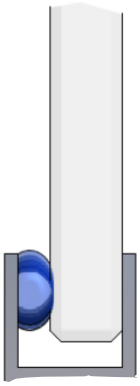
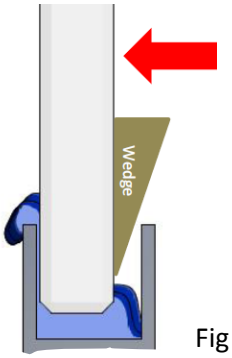

Fig 24
Fig 25
25. Slide glass panel into position (fig24) and use small timber wedges (fig25) or a flat plastering blade to slide glass panel back to inside edge of channel and against silicone. Ensure panel is still level and plumb.